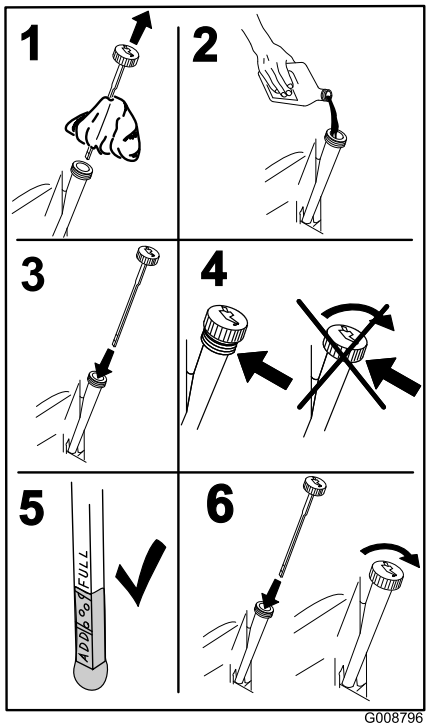

Figur 46
5. Häll långsamt ca 80 % av den angivna oljan i påfyllningsröret och tillsätt långsamt ytterligare olja tills den når markeringen **Full** (Figur 46).